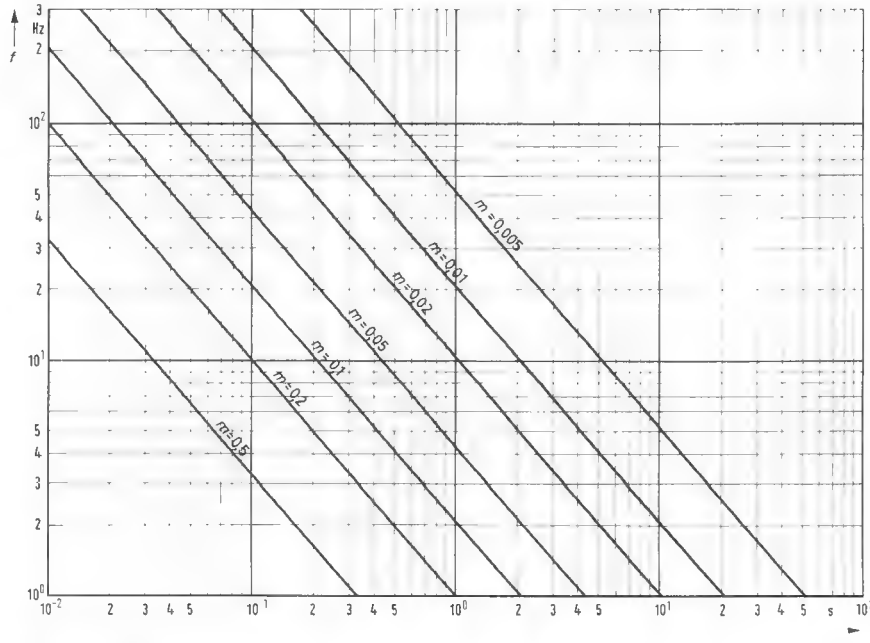

Bild 7. Diagramm zum Ermitteln von C_E, wenn bei der Frequenz f ein Verstärkungsabfall von 20% entsprechend 1,94 dB zugelassen wird
Die Dimensionierung des Überbrükkungskondensators C_E kann also auch so erfolgen, daß bei einer bestimmten vorgebenen Frequenz f ein bestimmter, vom 3-dB-Wert abweichender Verstärkungsrückgang zugelassen wird. Unter diesem Gesichtspunkt wurden aus Gl. (15) die in Bild 7 bis Bild 9 dargestellten Diagramme entwickelt. An einem weiteren Beispiel soll ihr Gebrauch erläutert werden: Die Verstärkerstufe nach Bild 3 soll so dimensioniert werden, daß sich bei der Frequenz $f = 30$ Hz eine Spannungsverstärkung ergibt, die 95% der Maximalverstärkung beträgt (zugelassen sind also 5% Verstärkungsabfall entsprechend 0,45 dB bei $f = 30$ Hz).